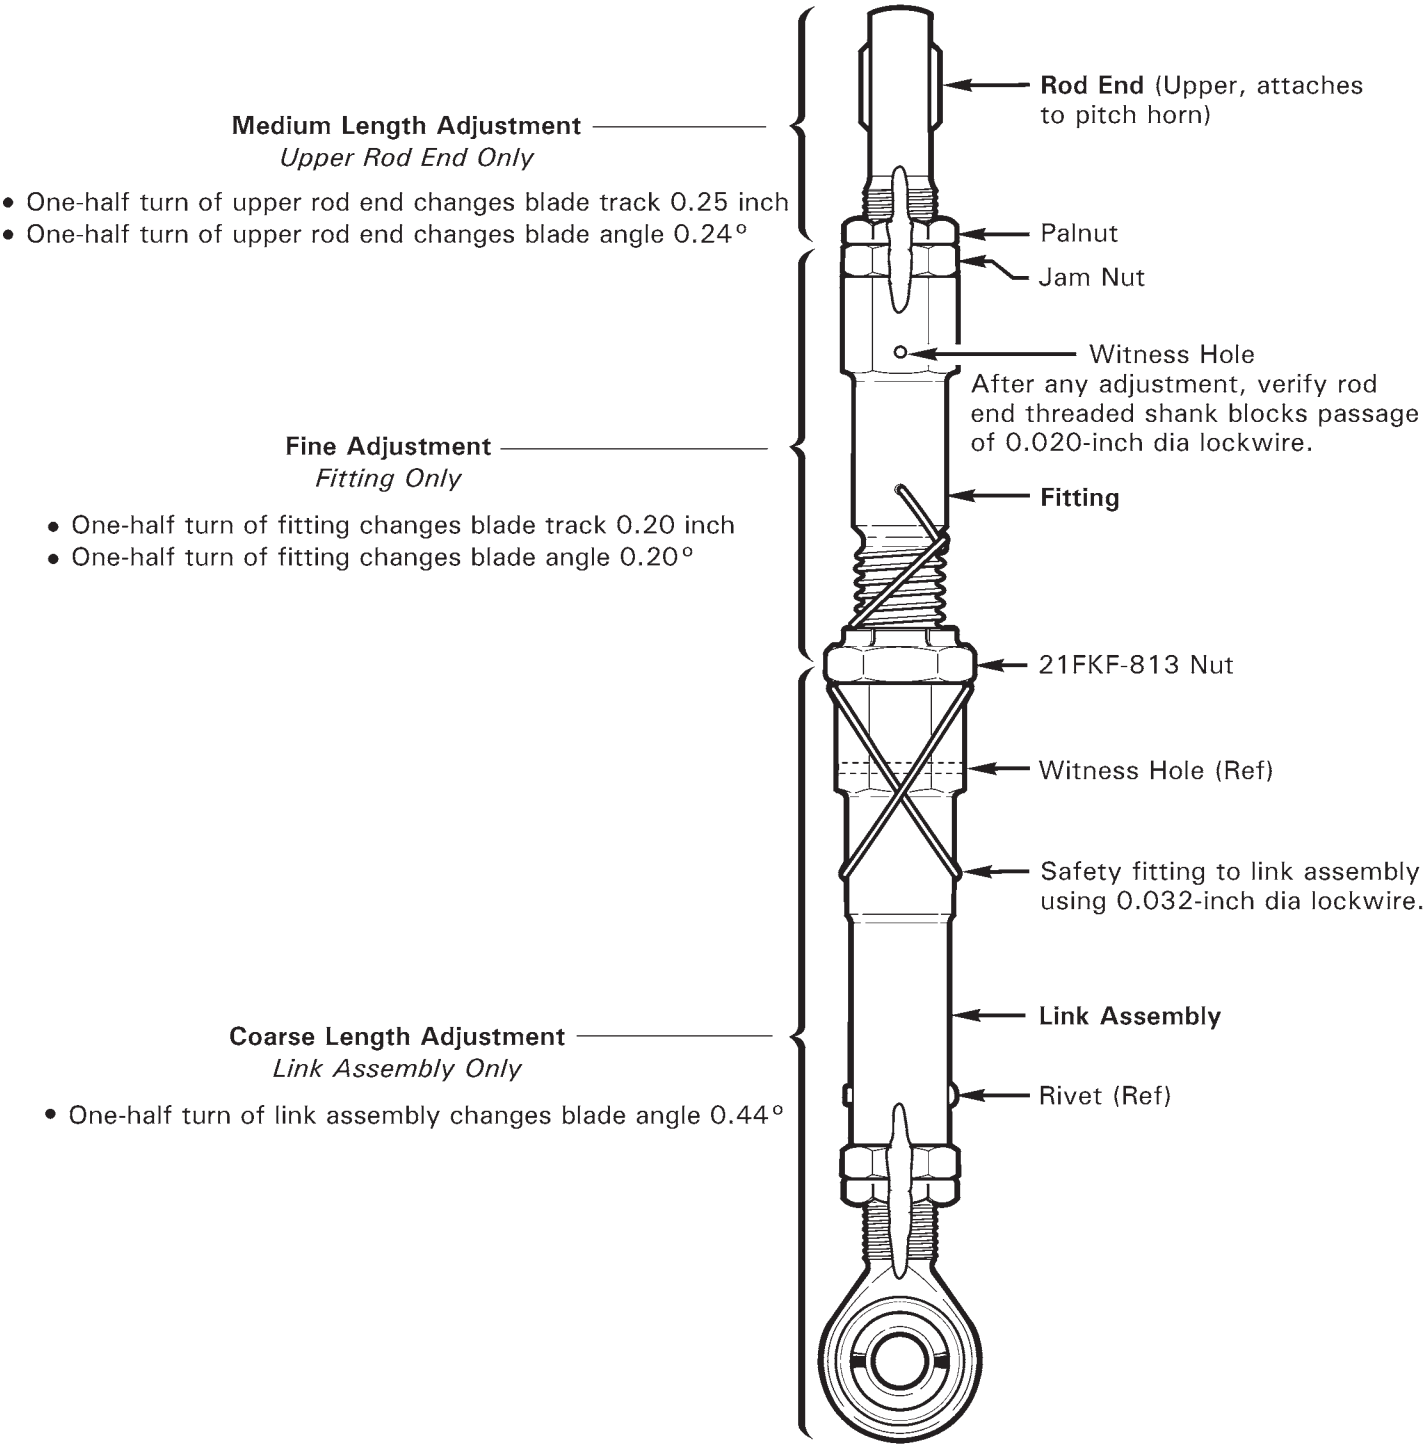

FIGURE 18-3B C258-1 MAIN ROTOR PITCH LINK
i. Refer to Figure 18-3B. Cut and discard pitch link assembly safety wire. Using backup wrench on link assembly, loosen 21FKF-813 nut; using backup wrench on fitting, loosen upper rod end palnut and jam nut.
i. Refer to Figure 18-3B. Cut and discard pitch link assembly safety wire. Using backup wrench on link assembly, loosen 21FKF-813 nut. Remove hardware securing lower rod end to swashplate.